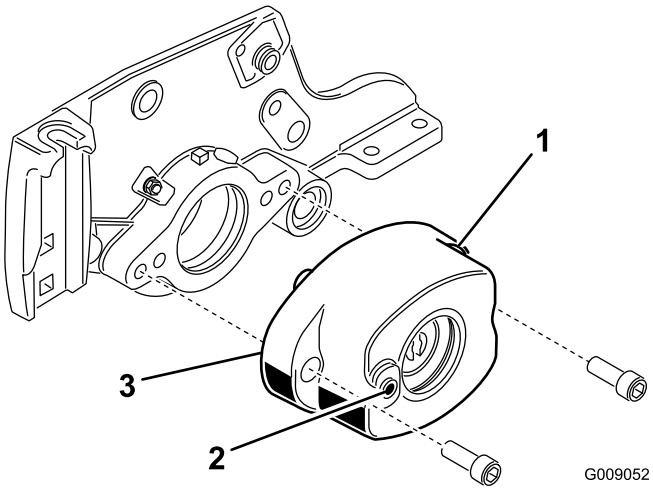

Figuur 6
5. Monteer de rolborstelbehuizing op de behuizing van de lagers van de messenkooi met 2 inbusbouten (3/8 x 1 inch) (Figuur 6). Plaats de rolborstelbehuizing zo, dat de opening met schroefdraad in de richting van de voorzijde van het maaidek wijst.